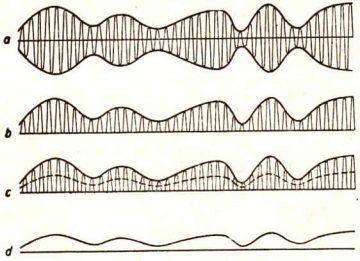

Abb. 125/1. Demodulation hochfrequenter amplitudenmodulierter Schwingungen
2. Die Demodulation. Beim *Demodulieren* wird die Tonfrequenz vom hochfrequenten Träger abgetrennt. Das Prinzip der Demodulation von amplitudenmodulierten Schwingungen besteht darin, daß man *die hochfrequenten Wechselströme durch einen Einweggleichrichter in pulsierenden Gleichstrom verwandelt* (Abb. 125/1a und b). Die erhaltenen niederfrequenten Schwingungen werden im *Niederfrequenzteil verstärkt*. Obwohl der entstandene Gleichstrom noch im Rhythmus der Hochfrequenz pulsiert, spricht ein Lautsprecher darauf an. Wegen ihrer Trägheit können die beweglichen Teile des Lautsprechers den hochfrequenten Halbschwingungen nicht folgen. Wie der Zeiger eines Weicheisen-Meßinstrumentes folgen sie einem mittleren Wert zwischen Null und der Amplitude (c). Die Membran des Lautsprechers führt daher tonfrequente Schwingungen aus (d). Auf Einzelheiten kann hier nicht eingegangen werden.